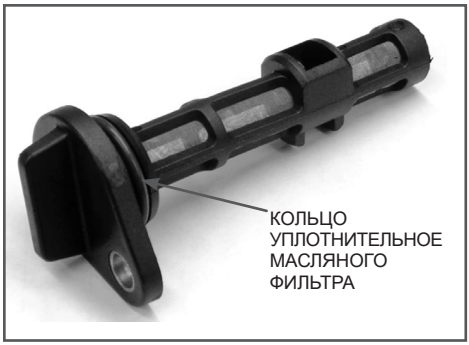

Рис. 21 Масляный фильтр
(1) Техническое обслуживание должно осуществляться более часто, при работе в пыльных условиях.
(2) Данный вид работ необходимо выполнять в авторизованном сервисном центре.
9. Внимательно осмотрите масляный фильтр (Рис. 21). Обязательно проверьте фильтрующую сетку фильтра на наличие механических повреждений (сетка порвана, имеются отверстия). При наличии повреждений и невозможности очистить сильные загрязнения фильтр необходимо заменить.
При каждой очистке масляного фильтра обязательно меняйте уплотнительное кольцо масляного фильтра (Рис.21). При установке кольца на корпус фильтра не допускайте его повреждений. После установки уплотнительного кольца на корпус масляного фильтра контролируйте правильность установки кольца, оно не должно быть перекручено.